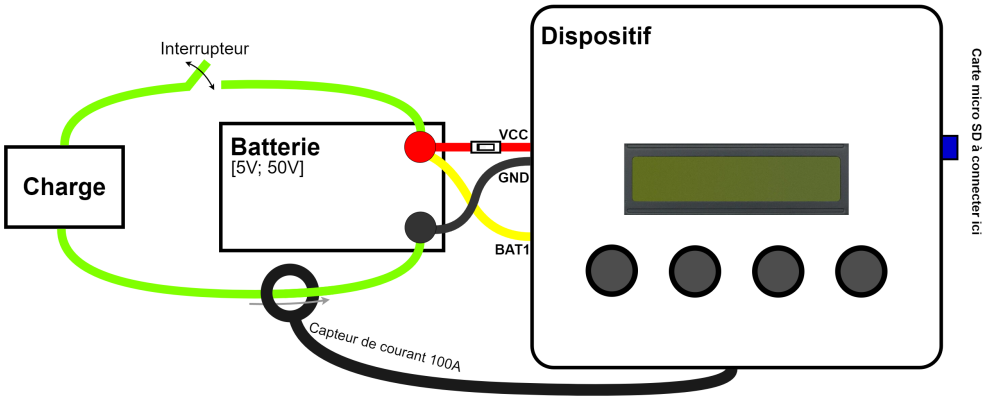

FIGURE 6 – Schéma de cablâge pour le test HPPC
Le capteur de courant 100A (câble noir du bas de la figure 6) mesure le courant sortant de la batterie tandis que la prise de masse et d'alimentation (câble rouge et câble noir allant à la batterie) sont respectivement connectées aux bornes négatives et positives de la batterie. La mesure de tension *BAT1* est également connectée à la borne positive de la batterie. On vient par la suite connecter a charge en parallèle sur la batterie. On retrouve sur la figure (6), le câblage du test HPPC.